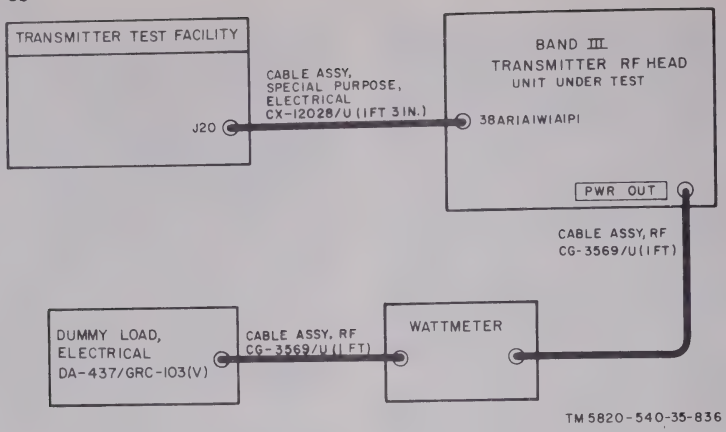

Figure 4–393. Amplifier-frequency multiplier 38A1 alignment check, test setup.
(2) Locate idler sprocket bracket (fig. 4–314) of the frequency multiplier drive chain. Loosen the two screws securing the idler sprocket bracket.
(3) Facing the front panel of the unit, push the idler sprocket bracket toward the right to loosen the drive chain. Remove the chain from the frequency multiplier sprocket.
(4) Loosen the four red-circled mounting screws that secure the amplifier-frequency multiplier 38A1 to the chassis.
(5) Lift the amplifier-frequency multiplier 38A1 straight up, carefully disengaging P1 (38AR1A1W1J2) from its mating connector.
(1) Connect the equipment as shown in figure 4–393.
(2) Direct cooling air from the AIR OUTLET of the transmitter test facility to the rear of the unit under test.